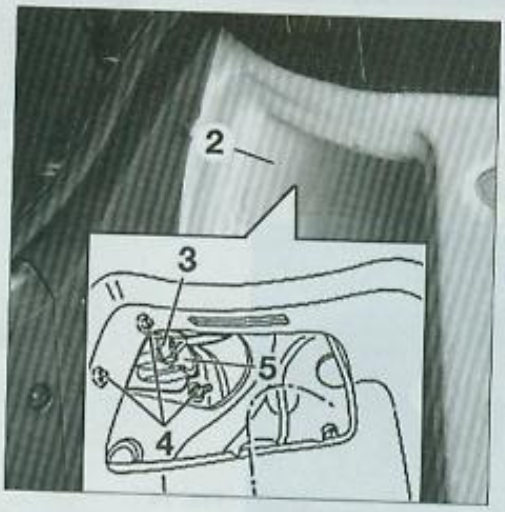

FIG. 72
- Déposer le cache (2) **(Fig.72)**.